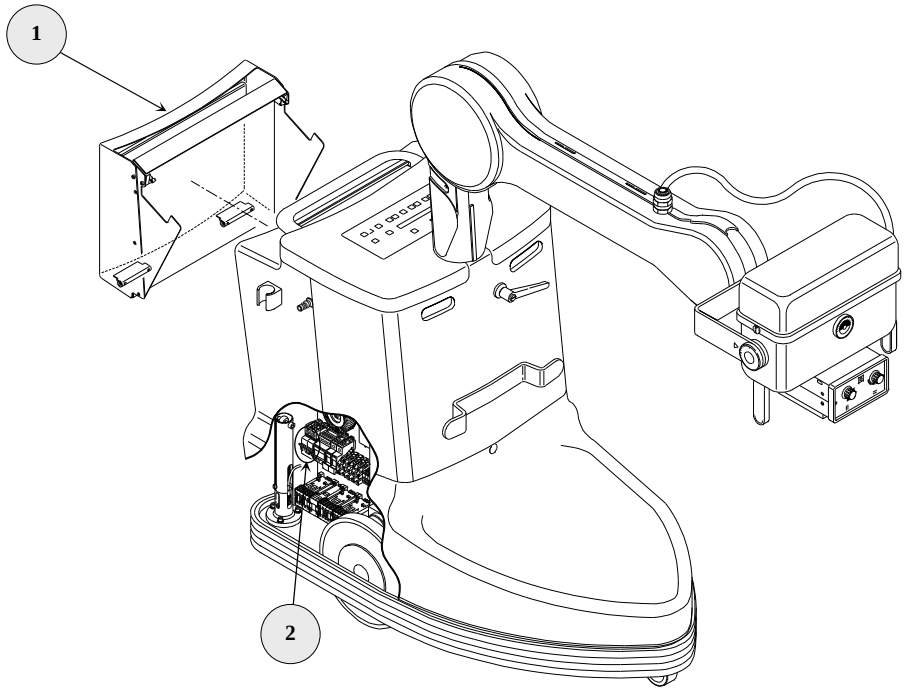

FIGURE 10 - THERMOMAGNETIC CIRCUIT-BREAKER
2.5 THERMOMAGNETIC CIRCUIT-BREAKER (SEE FIGURE 10)